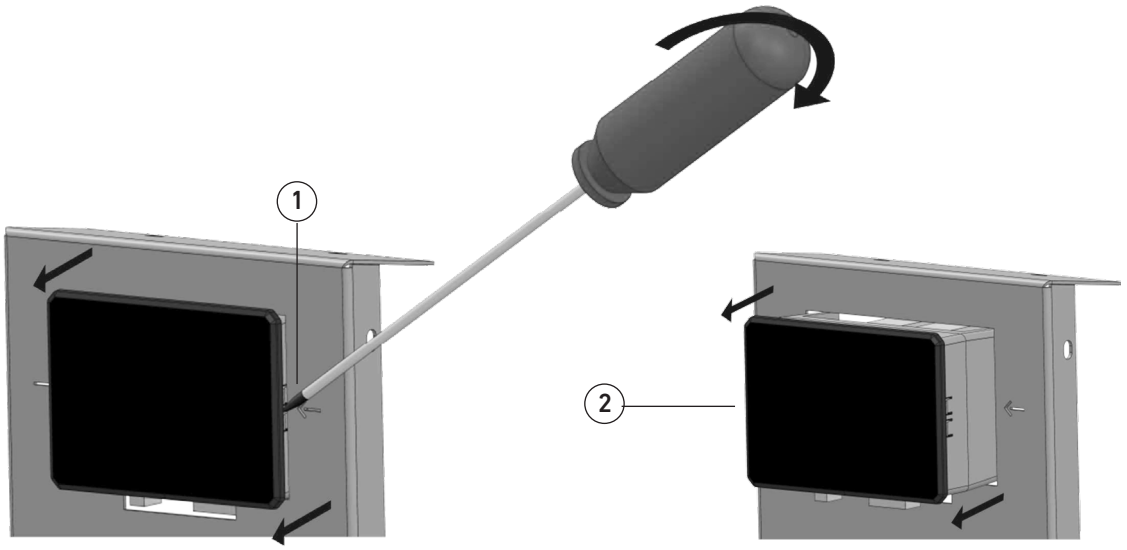

fig. 20
- Turn the screwdriver slightly towards the sheet metal and press gently in the direction of the arrow to release the fixing teeth of the control unit (fig. 20 part. 1) and remove it from its seat (fig. 20 part. 2);
- Remove the control unit and remove the connecting pins (fig. 20 part. 2).